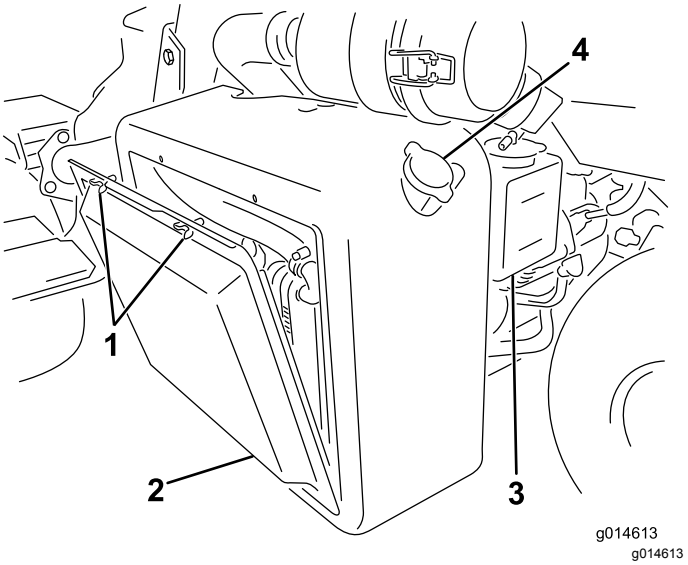

Figur 35
1. Afmonter kølergitteret (Figur 35).
2. Kontroller kølervæskestanden (Figur 35 og Figur 36).